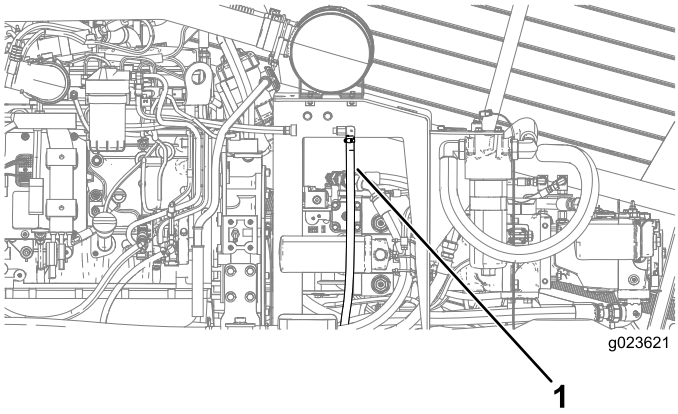

Rysunek 83
3. Delikatnie wyciągnąć rurkę odpowietrzającą skrzyni korbowej (Rysunek 83).
4. Oczyścić końcówkę rurki odpowietrzającej skrzyni korbowej (Rysunek 83).